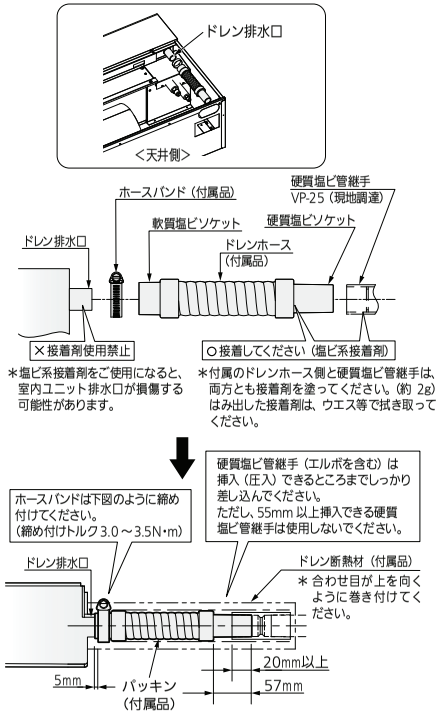

図14
- ホースバンドはドレンホースの端から5mmはなしたところに、しっかりと締め付けてください。（図14）
- ドレン排水確認後、パッキン（付属品）をドレン排水確認部の付け根よりドレンホースを被うように隙間なく巻いてください。パッキンの合わせ目が上を向くようにしてください。その上にドレン断熱材（付属品）を合わせ目が上を向くように巻き付けてください。（10ページ　図14）